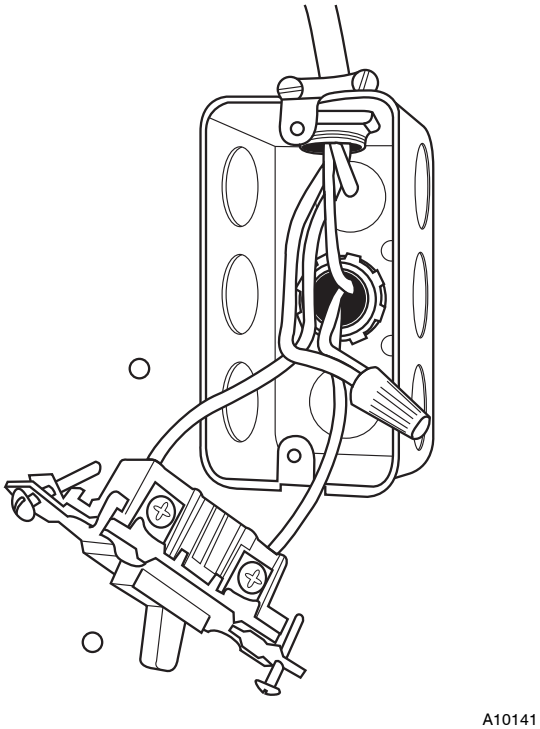

Fig. 22 - Field-Supplied Electrical Box on Furnace Casing
6. Route furnace power wires through holes in casing and electrical box and into electrical box (see Fig. 22)